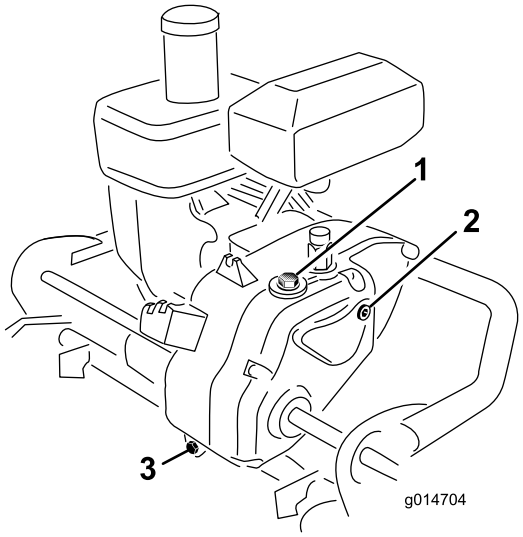

Figure 34
2. Retirez le bouton de vidange à l'arrière de la transmission (Figure 34).
3. Appuyez sur le guidon et basculez la machine en arrière. Retirez le bouchon de contrôle du côté droit de la transmission (Figure 34).
6. Retirez le bouton de remplissage sur le haut de la transmission (Figure 34). N'enlevez pas le tuyau d'évent.